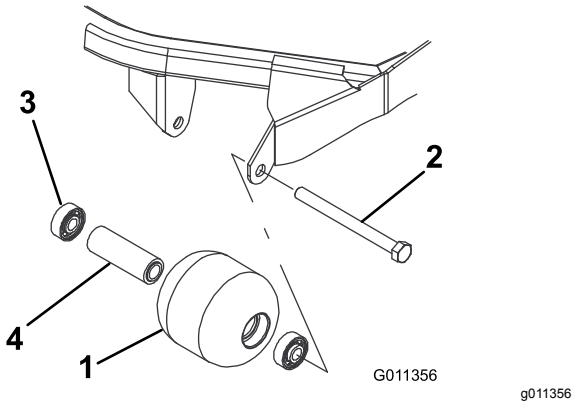

**Figur 86**
1. Avlägsna rullarnas fästbultar (Figur 86).
4. Kontrollera att rullkåpan, lagren och lagrets distansbricka är i gott skick (Figur 86). Byt ut skadade delar och montera ihop igen.
1. Tryck in det första lagret i rullkåpan (Figur 86). Tryck endast på den yttre lagerbanan eller lika mycket på den inre och yttre lagerbanan.
2. För in distansbrickan (Figur 86).
3. Tryck in det andra lagret i rullkåpan (Figur 86) genom att trycka lika mycket på den inre och den yttre lagerbanan tills den inre lagerbanan kommer i kontakt med distansbrickan.